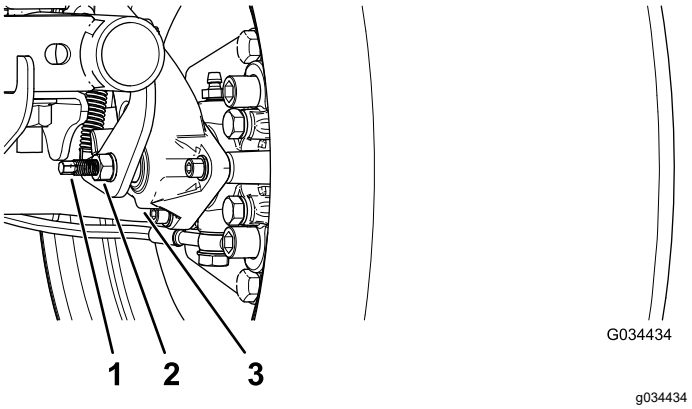

Figura 53
3. Utilizando duas chaves, segure ajustando o poste na pinça em posição com uma chave e desaperte a porca de retenção cerca de 1/4 de volta com outra chave (Figura 53).
4. Enquanto segura o polo de ajuste e a porca de retenção no lugar, rode o polo de ajuste para apertar (Figura 53).
5. Enquanto segura o polo de ajuste e a porca de retenção no lugar, afaste cerca de 1/4 de volta (Figura 53).
6. Enquanto segura o polo de ajuste e a porca de retenção no lugar, aperte a porca de retenção (Figura 53).